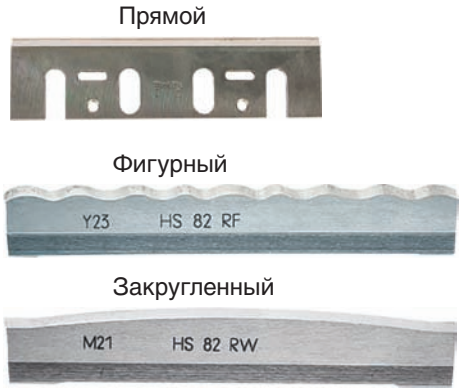

Рис. 28. Ножи для электрических рубанков
Режущим инструментом ручного электрического рубанка являются ножи, которые отличаются по форме заточки (прямые, закругленные, фигурные (рис. 28)) и материалу. Ножи из инструментальной быстрорежущей стали (HSS) предназначены для работы с древесиной мягких пород, фанерой. Ножи из твердых сплавов (HM) используются для обработки твердых пород древесины.